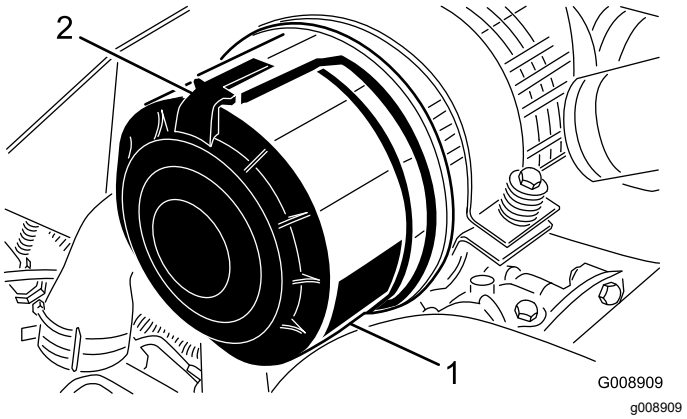

Figura 90
1. Abra los enganches que sujetan la tapa del limpiador de aire a la carcasa del limpiador de aire (Figura 90).